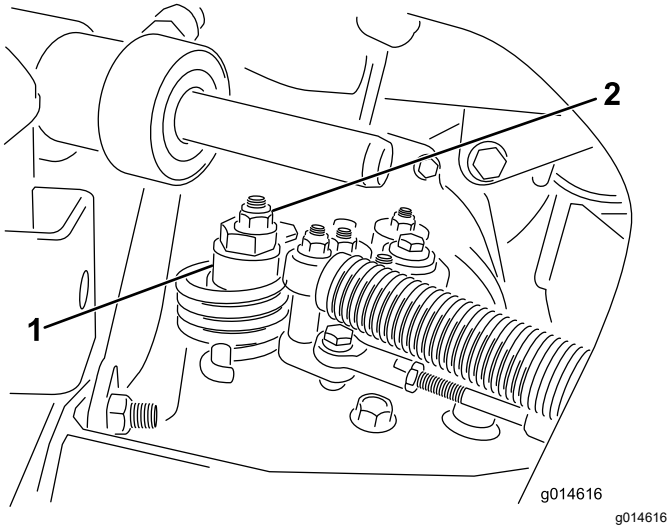

**Figura 43**
A. Allentate il dado che fissa l'eccentrico alla parte superiore dell'igrostato (Figura 43).
C. Fate girare l'eccentrico finché non riscontrate movimenti in alcuna direzione. Quando la ruota cessa di girare, serrate il dado di bloccaggio dell'eccentrico per mantenere la messa a punto (Figura 43). Verificate la regolazione portando l'acceleratore in posizione di MINIMA e MASSIMA.